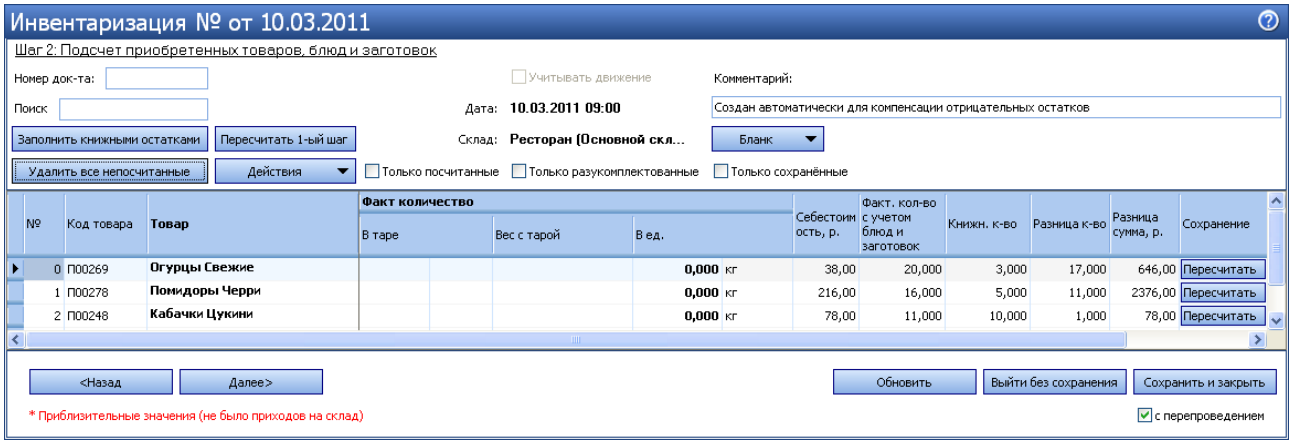

Рисунок 217 Автоматическая инвентаризация для компенсации отрицательных остатков в результате внутреннего перемещения и списания продуктов
6. Откройте измененную инвентаризацию (от 10.03.11), она откроется на втором шаге (см. Рисунок 217).